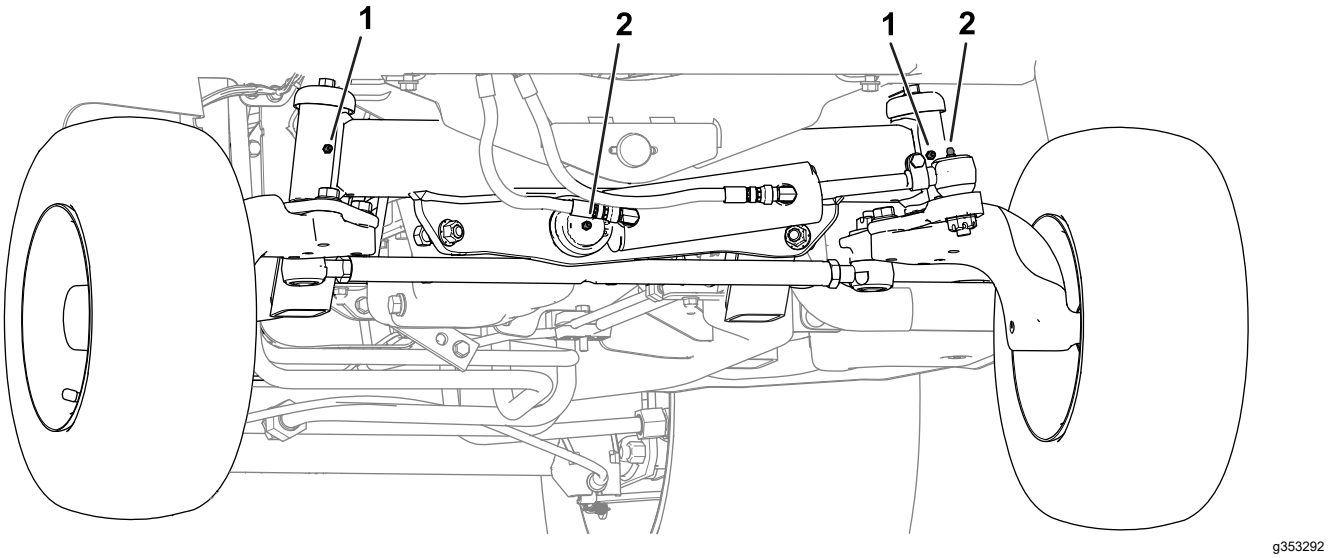

Figuur 48
- **Achterkant van de machine** (Figuur 48):
- Kogelverbinding van hydraulische cilinder (2)
- Asnaven (2)